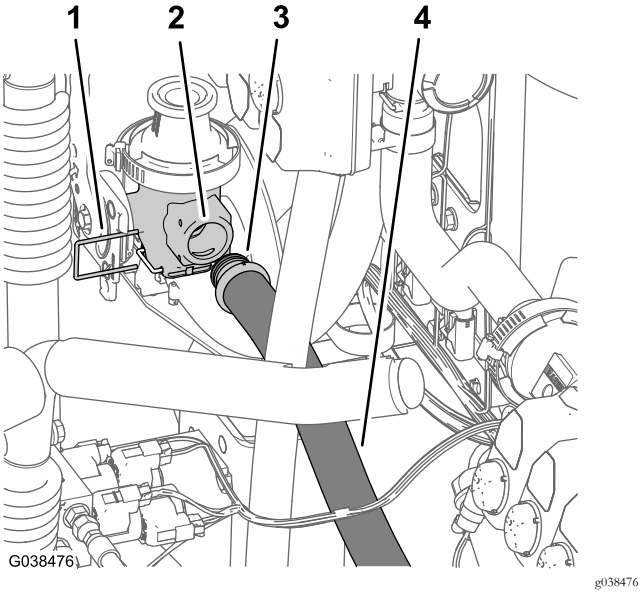

Figura 73
1. Monte a união estriada reta do tubo de fornecimento inferior (2,5 x 66 cm) na porta da válvula de corte do misturador (Figura 73).